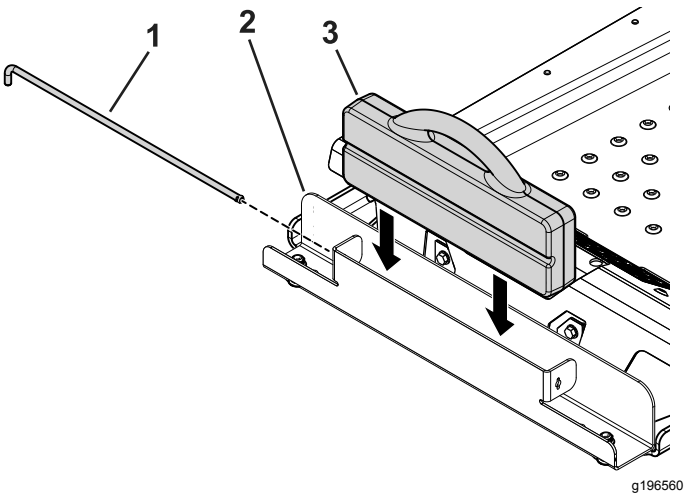

Figur 5
4. Sæt kuffertvægten i vægtkassen, så rillen vender mod maskinens forende (Figur 5).
5. Sæt låsestangen i kassen, og drej den ind i låst position (Figur 5).